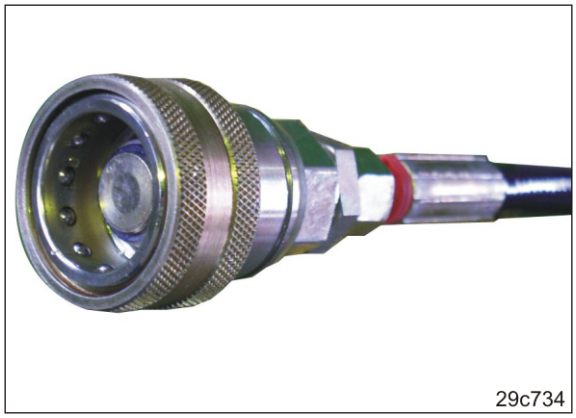

**Fig. 66**
4. Nettoyez si nécessaire le manchon hydraulique (Fig. 66) ou le connecteur hydraulique côté tracteur.
Accouplez uniquement des manchons hydrauliques (Fig. 66) ou des connecteurs hydrauliques propres.